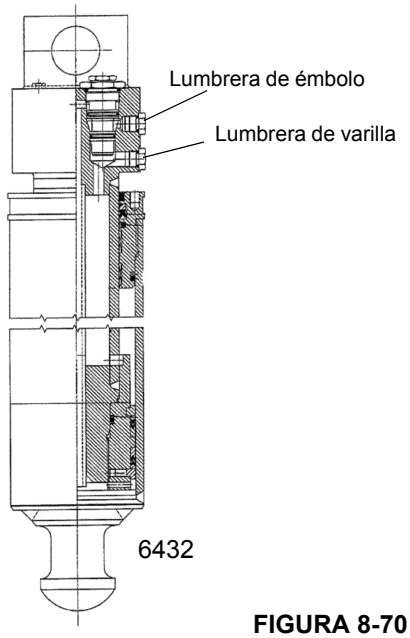

FIGURA 8-70
2. Quite la manguera del cilindro del lado de la varilla del cilindro de gato que se sospecha que tiene fugas (vea la Figura 8-70). El aceite fluirá hasta que se vacíe la cavi-
2. Quite la manguera del cilindro del lado del émbolo del cilindro de gato que se sospecha que tiene fugas (vea la Figura 8-70). El aceite fluirá hasta que se vacíe la cavidad del bloque de lumbreras del cilindro. Una vez que se vacíe la cavidad del bloque de lumbreras, el aceite deberá dejar de fluir por la lumbrera del lado del émbolo.